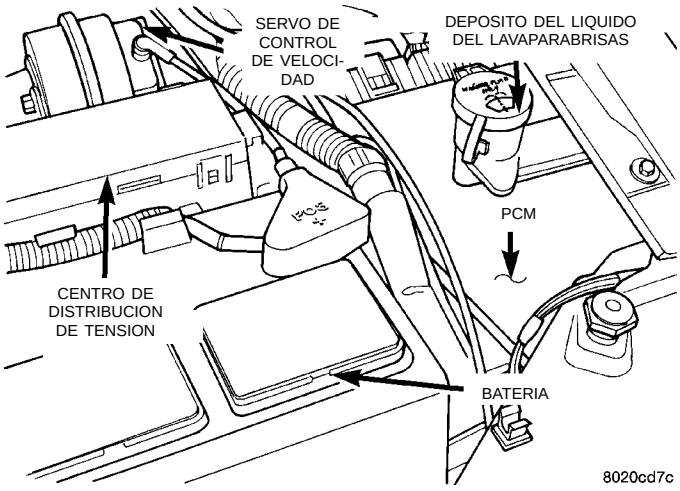

Fig. 31 Batería, PCM y PDC
(1) Inspeccione las conexiones de la batería. Limpie los terminales corroídos (Fig. 31).
(2) Verifique los dos conectores de 40 vías del PCM para detectar posibles cables estirados en terminales arrancados (Fig. 31).
(24) Verifique las conexiones del servo de control de velocidad, si está instalado (Fig. 31). Consulte el Grupo 8H, Control de velocidad del vehículo.